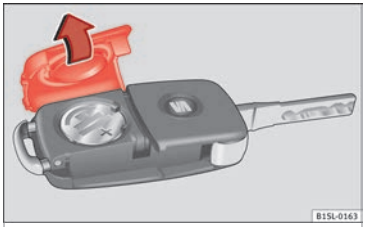

Bild 127 Bilnyckeln: lucka på batterifack
Batteriet sitter under ett lock i fjärrkontrollens bakre del ››› **bild 127**.
- Öppna och ta bort fjärrkontrollens batterilock ››› **bild 127** i pilens riktning ››› ❗.
- Montera batterilocket och tryck ned det i pilens riktning ››› **bild 127** tills det snäpper fast.